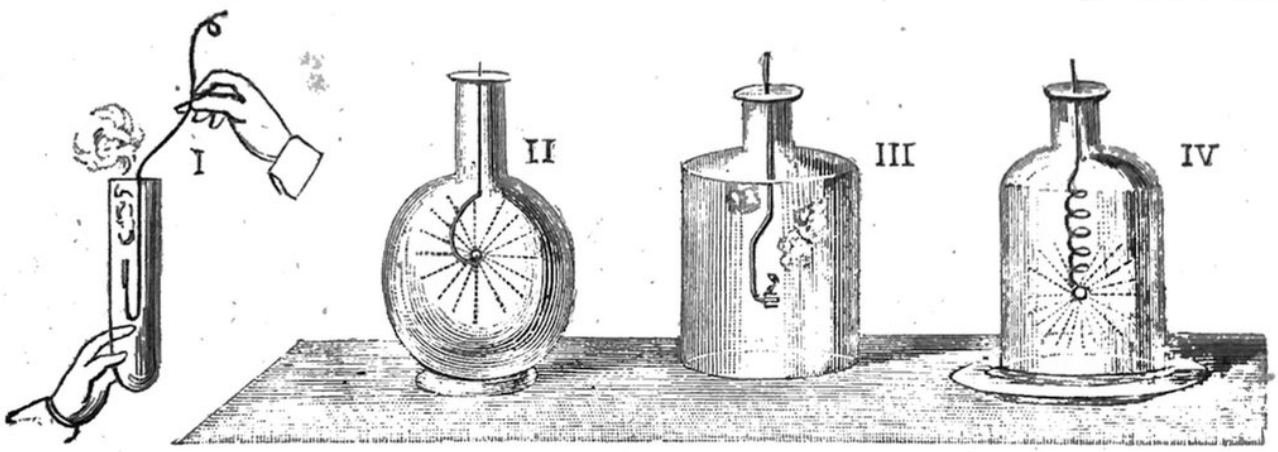

Fig. 6. — COMBUSTIONE NELL'OSSIGENO.
Abbiamo detto che l'ossigeno è l'unico agente della combustione e della respirazione. Una candela che presenti tuttora alcuni punti *rossi*, vale a dire in *ignizione*, si riaccende infatti con esplosione e istantaneamente quando la si tuffa in un provino pieno di ossigeno (fig. 6, I). Se in un pallone pieno di ossigeno (II), si introduce un carbone incandescente, contenuto in una coppella di terra raccomandata alla estremità di un filo di ferro, lo si vede bruciare con una viva luce, consumarsi rapidamente e alla fine spegnersi a poco a poco. Allora il gas contenuto nel pallone è diventato *acido carbonico*, CO^2, del quale parleremo più innanzi.